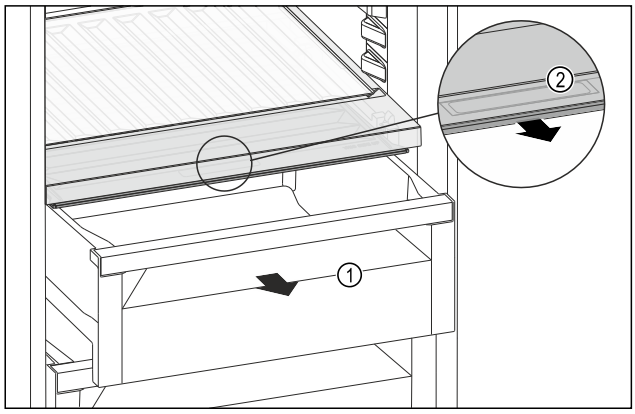

Fig. 144
▶ 拉出抽屉 *Fig. 144 (1)*。
▶ 抓住抽屉盖上的内嵌式拉手 *Fig. 144 (2)*，并同时向前拉出抽屉盖。